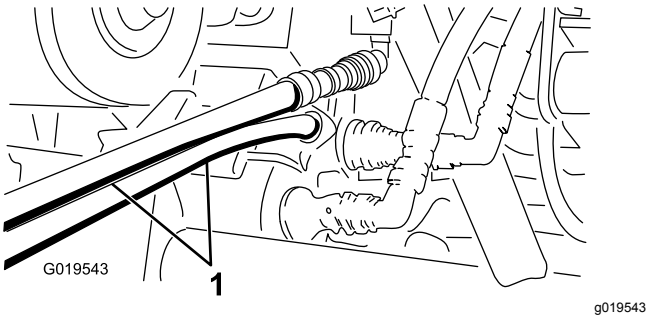

Rysunek 78
5. W drugim pojeździe podłącz dwa węże do złączki nadal znajdującej się we wsporniku złączki (podłącz górny wąż do górnej złączki i dolny wąż do dolnej złączki) (Rysunek 78).